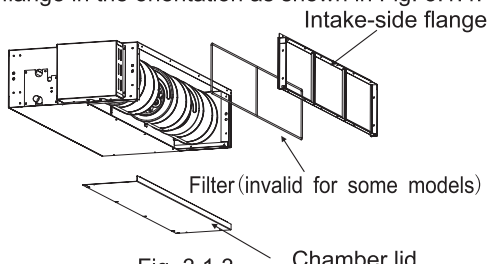

Fig. 3.1.3
(1) Remove the intake-side flange, then remove the chamber lid. Refer to Fig. 3.1.3 for the directions.